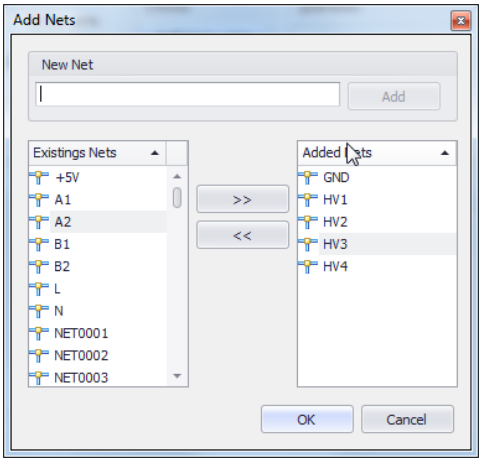

Рис. 509. Список добавляемых цепей
5. Нажать кнопку «>>», расположенную в центральной части окна. После этого выбранные цепи будут перемещены в список добавляемых цепей, который расположен в правой части окна, см. Рис. 509.